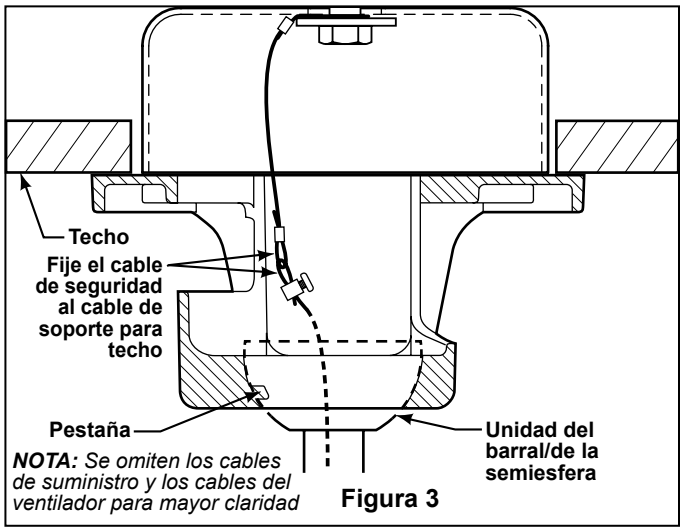

Figura 3
5. Fije el cable de seguridad al cable de soporte para techo. Deslice la abrazadera de cables por el cable de seguridad (del ventilador). Pase el extremo del cable a través del aro que forma el cable de soporte para techo. Tire lo más posible del cable a través del aro. Inserte el extremo del cable en el orificio de la abrazadera y ajuste firmemente el tornillo (Figura 3). Corte el exceso de cable de seguridad.